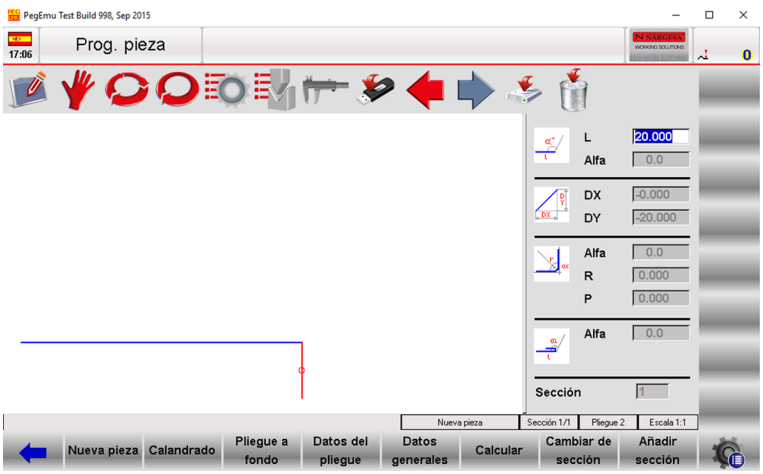

Figura 29 Definición de la longitud del segundo pliegue
- Después de introducir el ángulo, el cursor se sitúa de nuevo en el campo L de la sección de las coordenadas polares del dibujo donde, al tocar con el dedo el campo pertinente, aparece el teclado en pantalla para definir la longitud del siguiente segmento de la pieza, como aparece en la Figura 29.